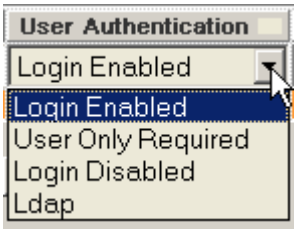

Figure 23 User Authentication Dropdown List
5. To change the **User Authentication** parameter, click on the drop-down list. The following options are displayed (Figure 23):